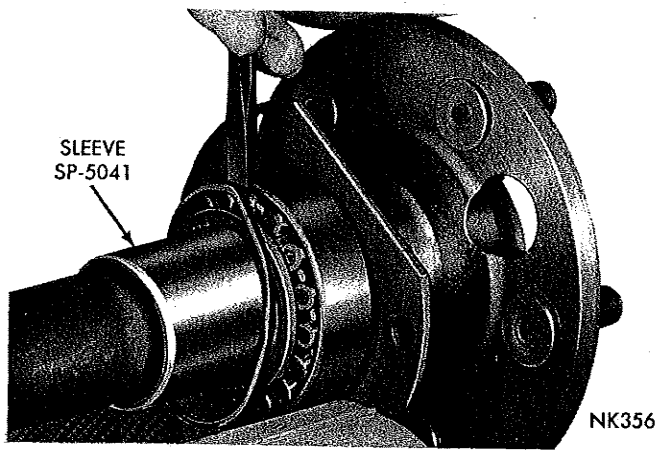

*Fig. 7—Removing the Roller Retainer*
(2) Remove bearing roller retainer flange by cutting off lower edge with a chisel (Fig. 7).